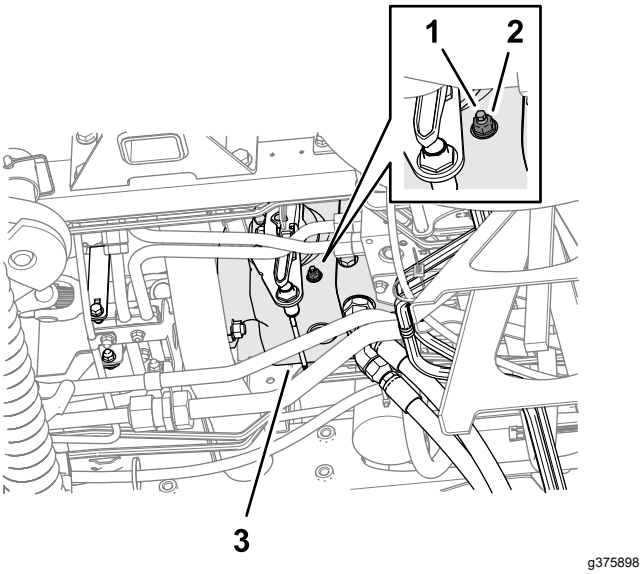

Рисунок 132
3. С нижней части машины и с правой стороны тягового насоса ослабьте контргайку, которая крепит винт регулировки возврата в нейтральное положение (Рисунок 132).